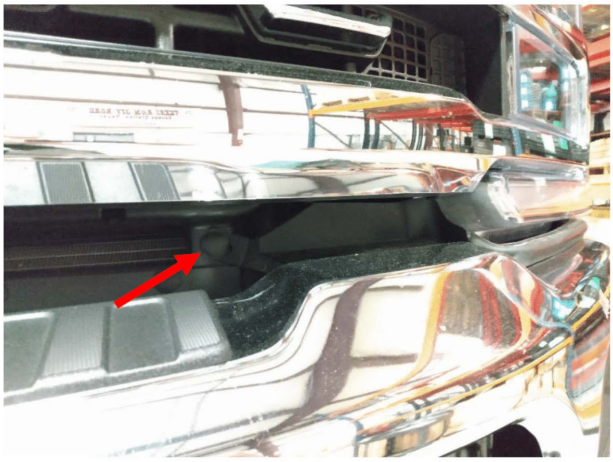

Figure 8.
8. Using a body panel pry tool, remove the two (2) push pins attaching the shroud to the grille. The bumper can now be removed from the vehicle. Figure 8.